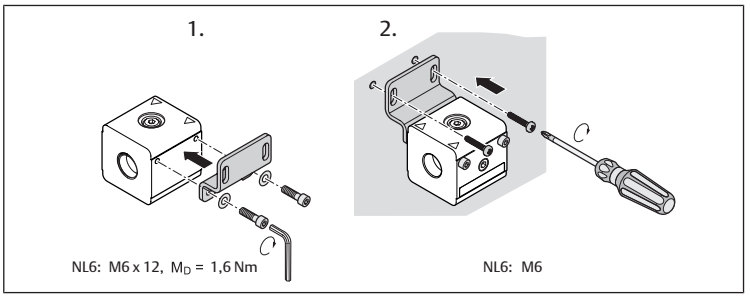
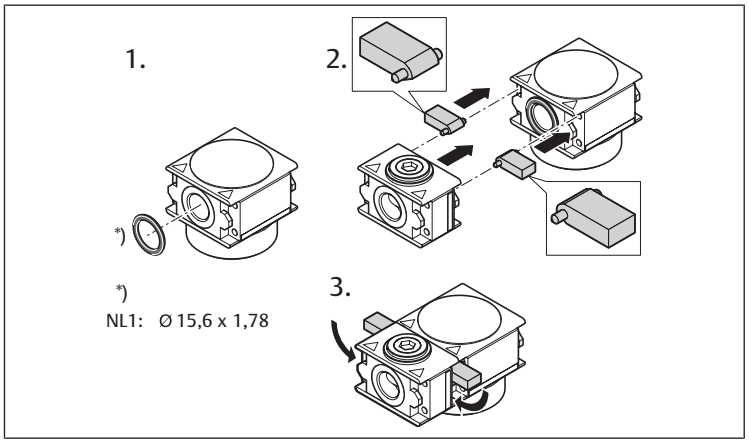
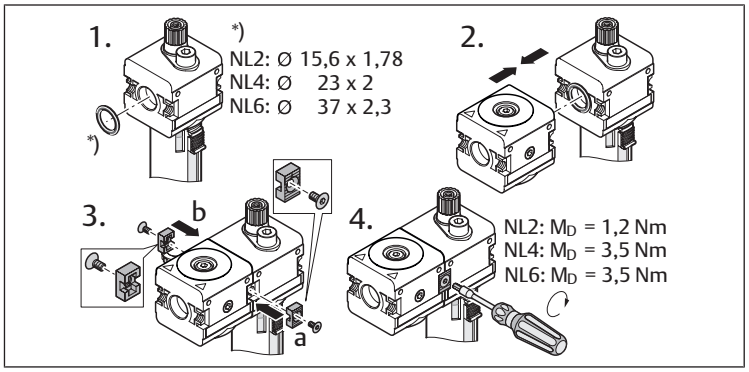

Abb. 10: Befestigung mit Befestigungsplatte W01 | Serie NL6
Abb. 11: Verblockung mit Verblockungssatz W04
Abb. 12: Verblockung mit Verblockungssatz W04
▶ Beachten Sie die Abbildungen → Abb. , → Abb. 10, → Abb. 11, → Abb. 12 und → Abb. 13